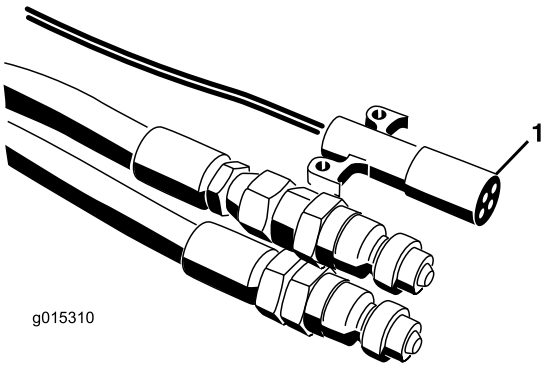
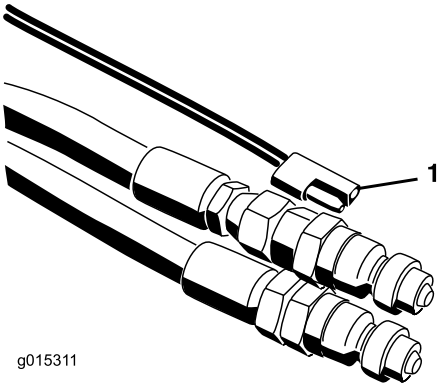

Figur 18
Figur 19
7. Koble ledningssatsen til tauekjøretøyet (Figur 18 og Figur 19). På SH-modeller plasseres på/av-pendelen innen rekkevidde av førersetet. Kontroller at bryteren er av.